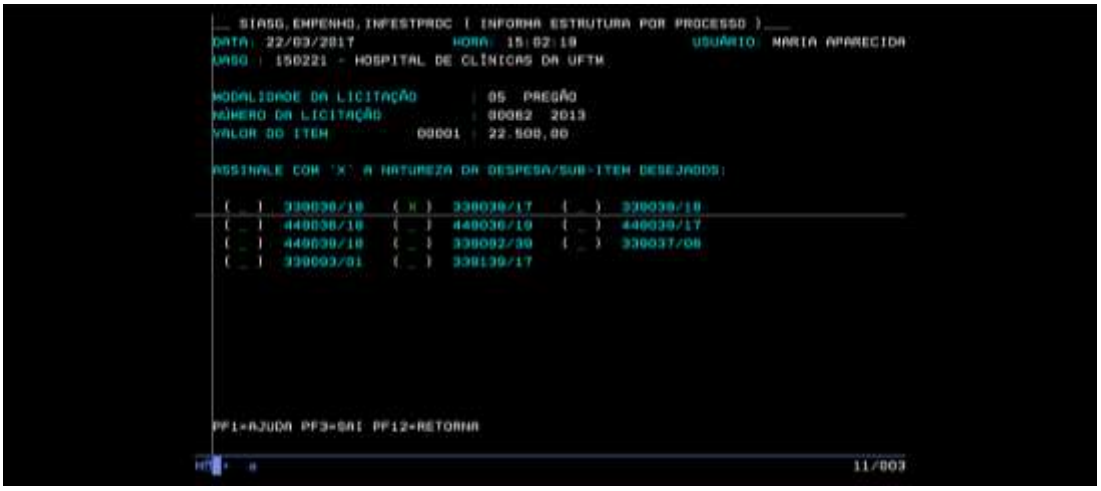

Figura 11: Menu de Sistemas – Acesso INFESTPROC (Informa estrutura por processo) – Tela 3
- Se o Pregão for realizado para contratação de serviços, a Tela da Estrutura do Processo apresentará naturezas diversas referentes às despesas/subitens (Figura 11). O usuário deverá informar a natureza da despesa correta assinalando-a com "X" e, na sequência, pressionar o botão "Enter";